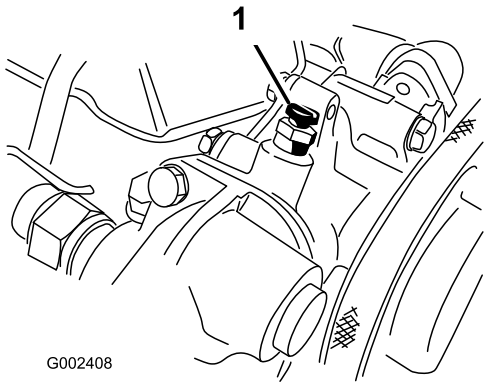

Figur 63
6. Åbn udluftningsskruen øverst på vandpumpen (Figur 63).